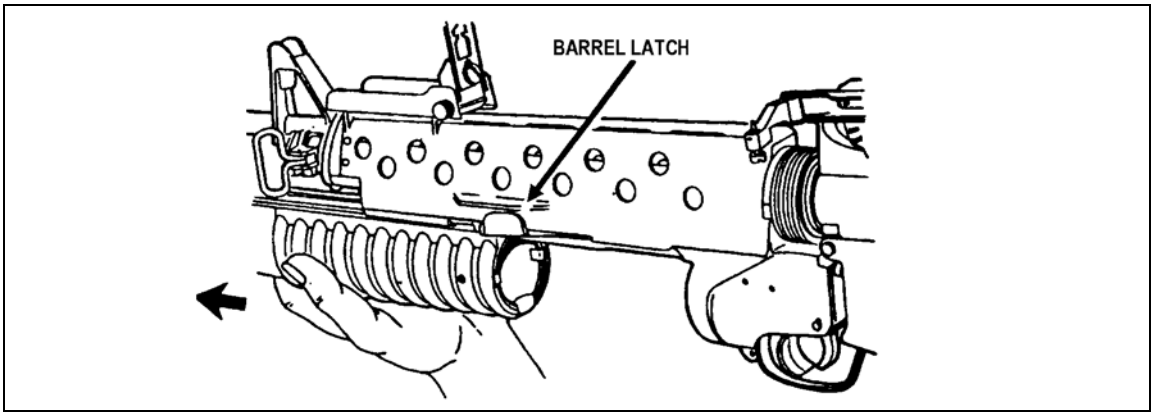

Figure 2-3. Unlocking the barrel assembly.
a. **Unlocking**. The cycle begins when the grenadier depresses the barrel latch to unlock the barrel assembly and slides the barrel assembly forward (Figure 2-3).